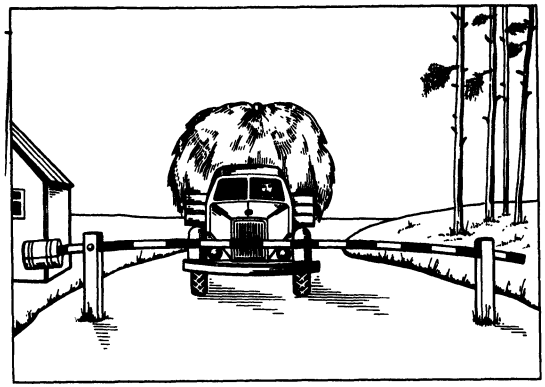

Рис. 207
82. Сможет ли проехать автомашина с сеном, если шлагбаум в открытом положении спроецируется на дорогу в половину натуральной величины (рис. 207)?